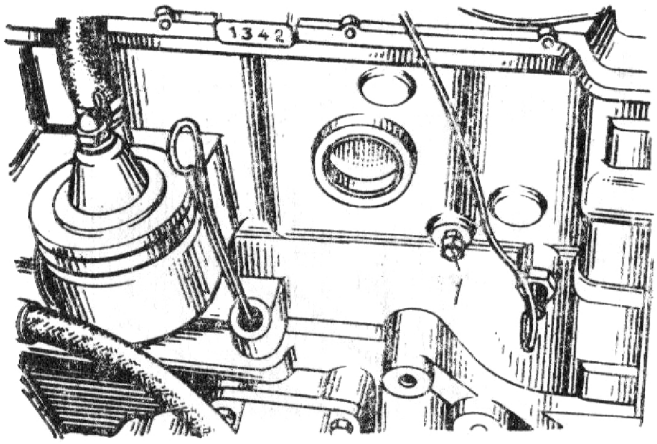
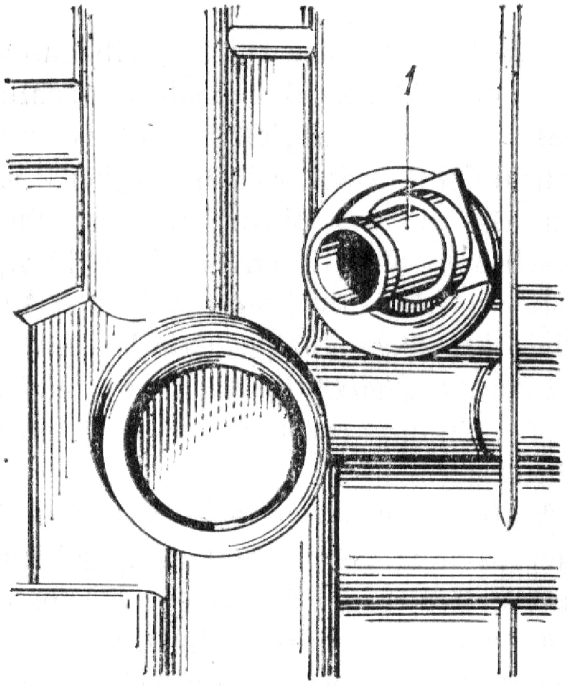

Bild 30. Anordnung der Ablaßbohrung des Kühlsystems beim Motor 2106-70:
Bild 31. Anordnung des Winkelstücks für den Wärmetauscherzuleitungsschlauch am Motor 331.10:
2. Ohne den Einfüllverschluß vom Ausgleichbehälter abzunehmen (zur Verminderung des Druckes der abzulassenden Kühlflüssigkeit). Verschlußstopfen *1* (Bild 30) aus dem Zylinderblock des Motors 2106-70 herausschrauben bzw. Zuleitungsschlauch des Wärmetauschers vom Winkelstück *1* (Bild 31) am rechten hinteren Teil des Zylinderblocks des Motors 331.10 lösen.